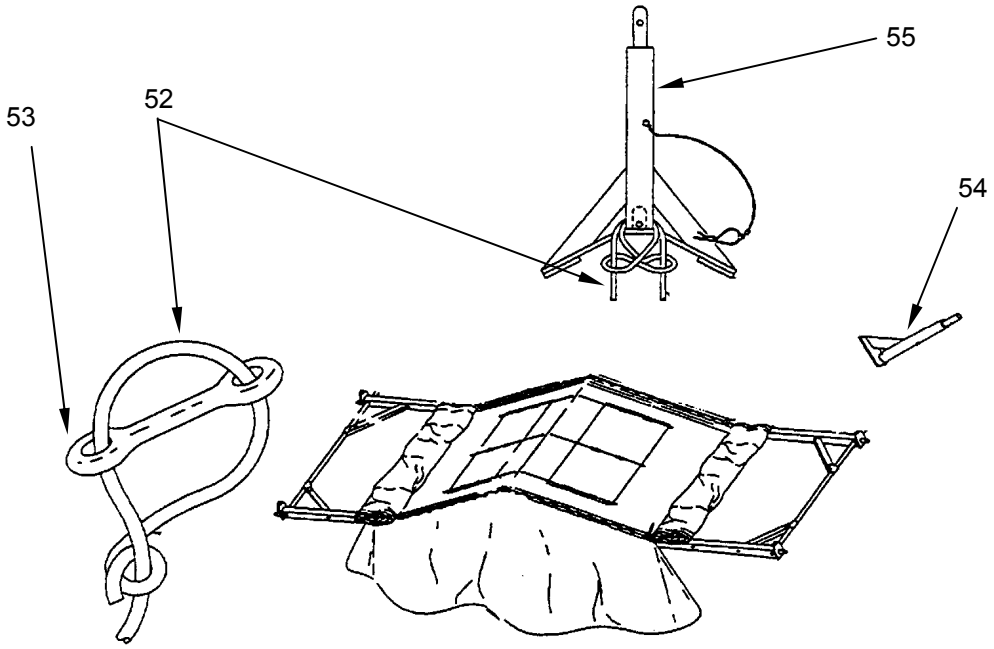

Figure 26. Install Guy Line.
1. Identify one 19-ft guy line **(Figure 26, Item 52)** and one tent slip **(Figure 26, Item 53)** for placement at each of the four eave extender bases **(Figure 26, Item 54)**.
2. Identify two 19-ft guy lines **(Figure 26, Item 52)** and tent slips **(Figure 26, Item 53)** for placement at the end ridge extender base **(Figure 26, Item 55)**.
3. Thread the guy line **(Figure 26, Item 52)** through one side of the tent slip **(Figure 26, Item 53)** and then through the brace and around the pole of the eave **(Figure 26, Item 3)** extender. Thread two guy lines through the ridge extender **(Figure 26, Item 4)**.
4. Bring guy line **(Figure 26, Item 1)** through other side of tent slip **(Figure 26, Item 2)** and tie an overhand knot at end of guy line. Repeat steps 1 through 4 above for all extenders.